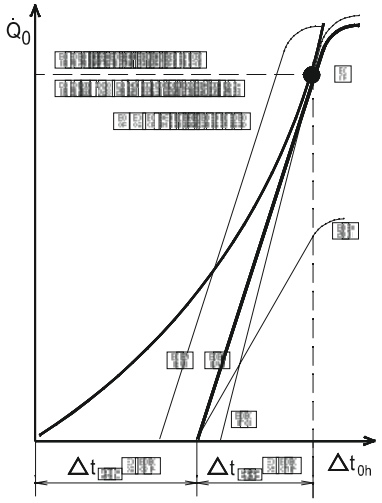

Abb. 1.9 Verdampfer mit verschiedenen Ventilzuordnungen
48. Bewerten Sie die im dargestellten Grenzwertliniendiagramm eines Verdampfers vorgenommenen Ventilzuordnungen a) bis d) (Abb. 1.9).